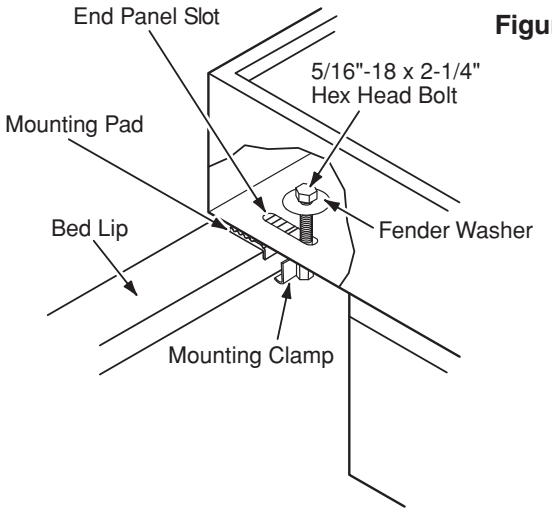

Figure 2
- Attach mounting clamp, bolts and washers as shown in Figure 2.